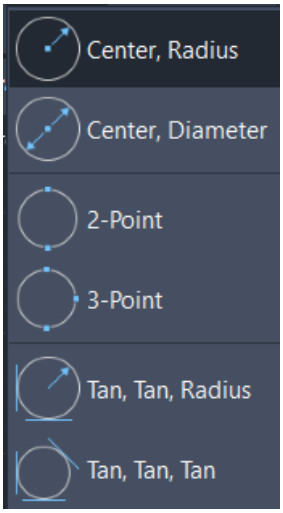

**Рис. 19**
- Натиснути на кнопку на панелі інструментів (рис.19)